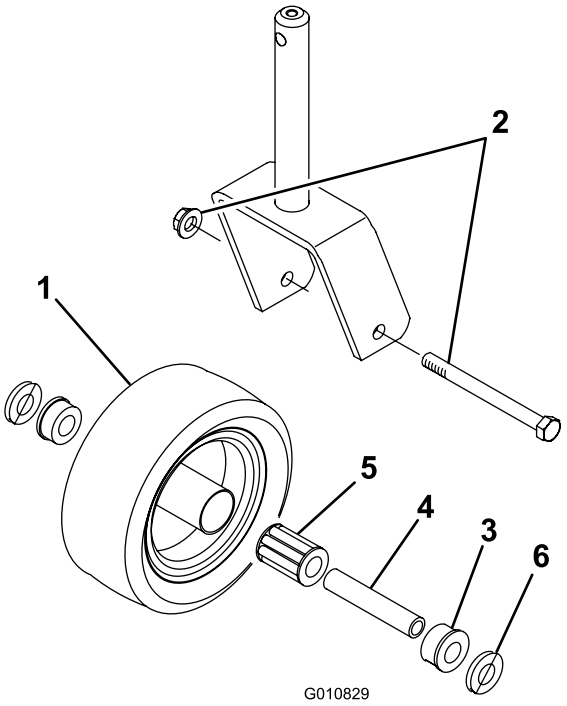

Figur 22
1. Fjern låsemutteren fra hodeskruen som holder fast styrehjulet til styregaffel (Figur 22).
3. Trekk skruhylsen ut av hjulnavet (Figur 22).
9. Skyv den andre hylsen inn i den åpne enden av hjulnavet slik at lageret sitter fast inne i hjulnavet (Figur 22).